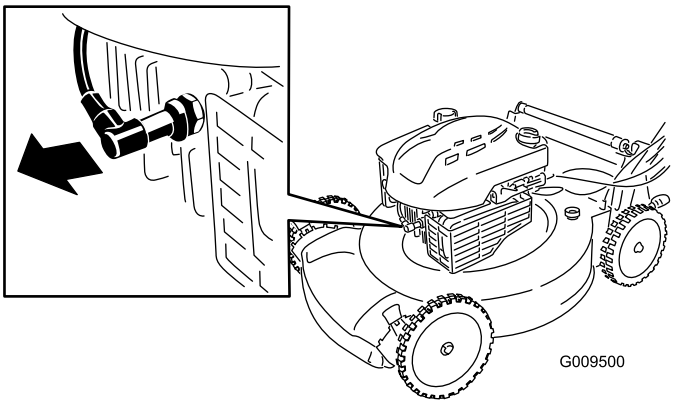

Bild 18
2. Ziehen Sie das Zündkabel von der Zündkerze (Bild 18) ab, bevor Sie Wartungsarbeiten ausführen.